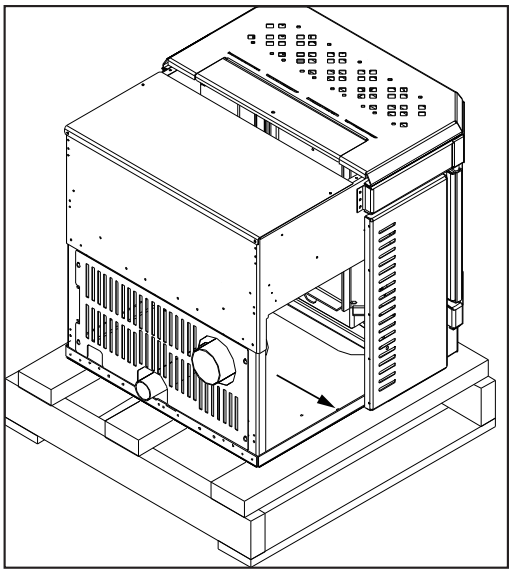

Figure 10: Screws to take out to remove insert unit from pallet.
INSERT: To remove your new insert stove from its pallet, remove the two (2) wood screws just inside the unit (see Figure 10). Remove the unit form the pallet and install the pedestal (refer to "Installation Of Pedestal - Insert")